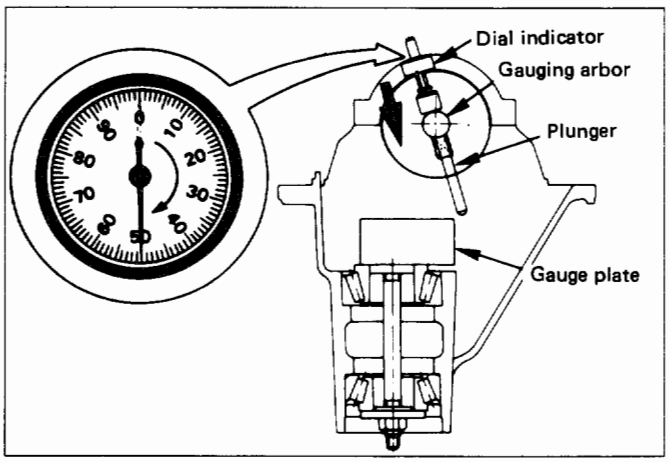

Fig. 4C-39
4) Position the plunger on the gauge plate. Move the gauging arbor slowly back and forth and locate the position at which the dial indicator shows the greatest defection. At this point, once again set the dial indicator to "0" (Fig. 4C-40).